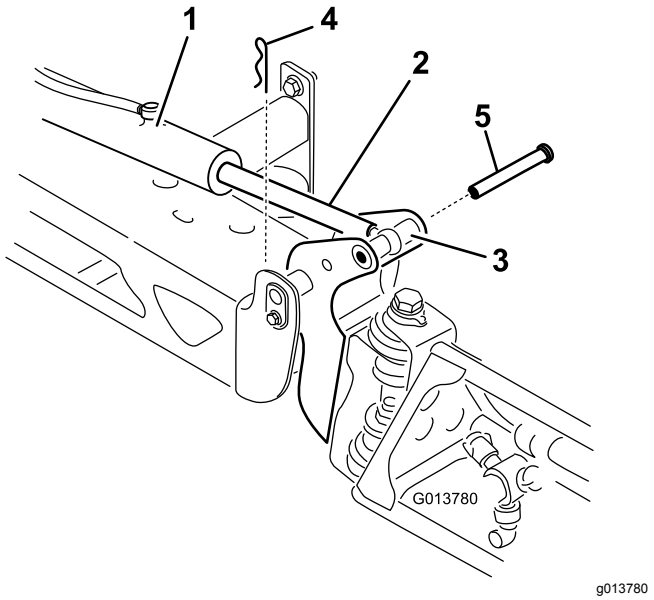

Figur 96
2. Ta bort saxpinnen från svängtappen (Figur 96).
3. Höj upp sprutrampen, ta bort tappen (Figur 96) och sänk därefter långsamt ned sprutrampen till marken.
9. Håll i sprutrampen och för in tappen genom både svängleden och manövreringsstången på sprutrampen (Figur 96).